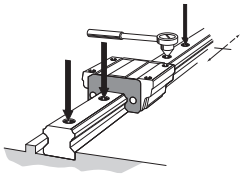

Fig.10 Fully Fastening the Mounting Bolts
(4) Tighten the mounting bolts at the designated torque using a torque wrench. (See Fig.10, and Table1 and Table2 on B1-101.)